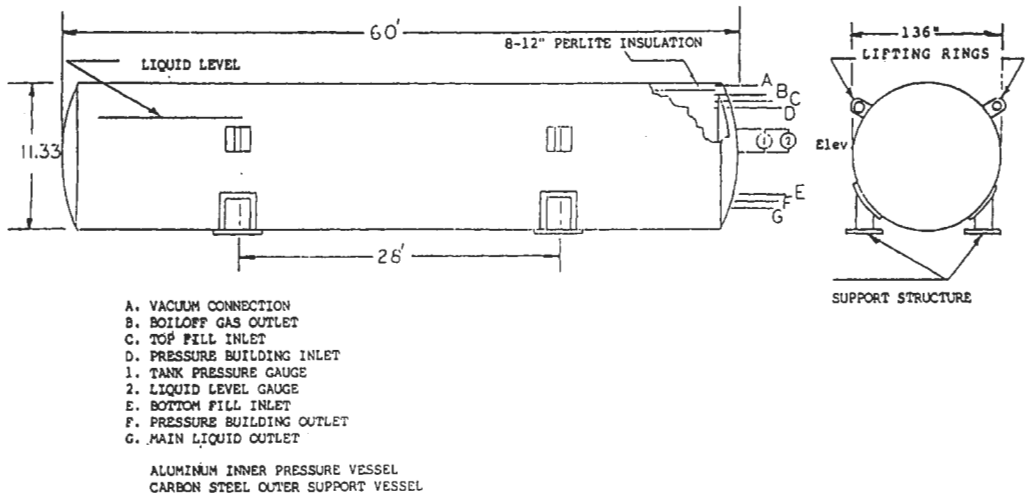

Figure 1. Typical Shop-Built LNG Storage Tank
1. The LNG storage tanks are cryogenic vessels designed to store LNG at -320° F at up to 100 psig, but FNG stores LNG at about -228° F at 45-50 psig. (Tank 4 at SS#1 is an exception to this. Tank 4 is a 50 psig maximum tank that is maintained at around 45 psig.) Each tank is actually two tanks, one inside the other. The inner tank is constructed of aluminum or another low temperature alloy and is a pressure vessel designed to hold LNG at a maximum design pressure. The maximum design pressure varies for each tank. The outer tank is a carbon steel support tank. Figure 1 below is a diagram of a typical LNG storage tank similar to the ones used at the FNG LNG facility.